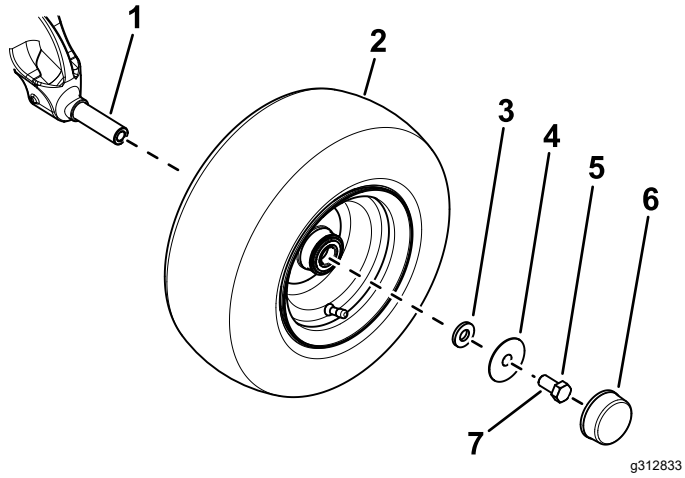

Figur 3
B. Använd en liten bricka, en stor bricka och en skruv (⅝ x 1 ¼ tum) för att fästa hjulet på axelspindeln (Figur 3).
D. Montera dammkåpan på hjulet (Figur 3).